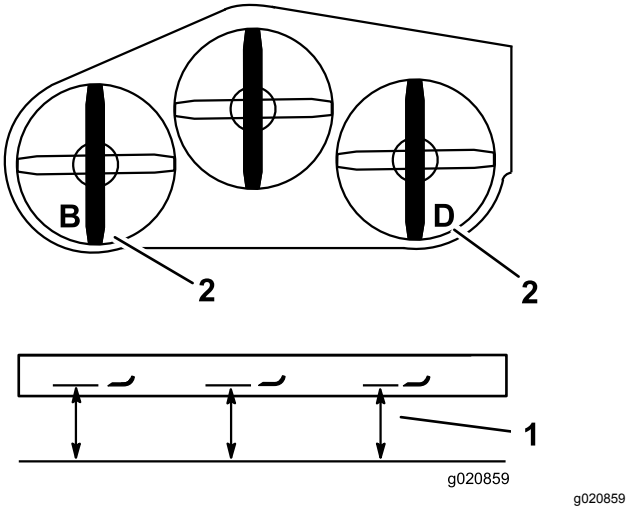

Bild 84
2. Messen Sie das linke Messer an der Stelle **B** von einer ebenen Oberfläche bis zur Schnittkante der Messerspitze und notieren Sie den Wert (Bild 84).
3. Messen Sie das rechte Messer an der Stelle **D** von einer ebenen Oberfläche bis zur Schnittkante der Messerspitze und notieren Sie den Wert (Bild 84).
Hinweis: Der Wert an der Stelle **B** darf sich höchstens 3 mm vom Wert an Stelle **D** unterscheiden (Bild 84). Sollte die Einstellung nicht richtig sein, machen Sie mit den folgenden Schritten weiter.